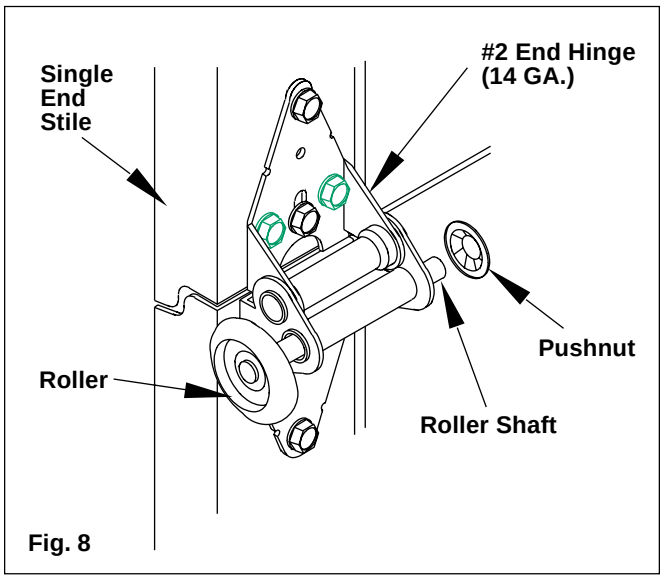

Fig. 8
| 84A/94 | W7 | Up to 9'0" (Single Car) | 2 per section (only 1 on 3rd section) | Figure 15 / 101702-24 | Yes, Fig. 8 |
**NOTE:** For some models, pushnuts are required with the roller installation. Refer to Table 2 to determine which models use pushnuts. (FIG. 8)
To install the pushnut roller, slide the roller into the hinge then slide the pushnut onto the shaft of the roller until it is within an $^1/_8$" to $^1/_4$" from the hinge. (FIG. 8)